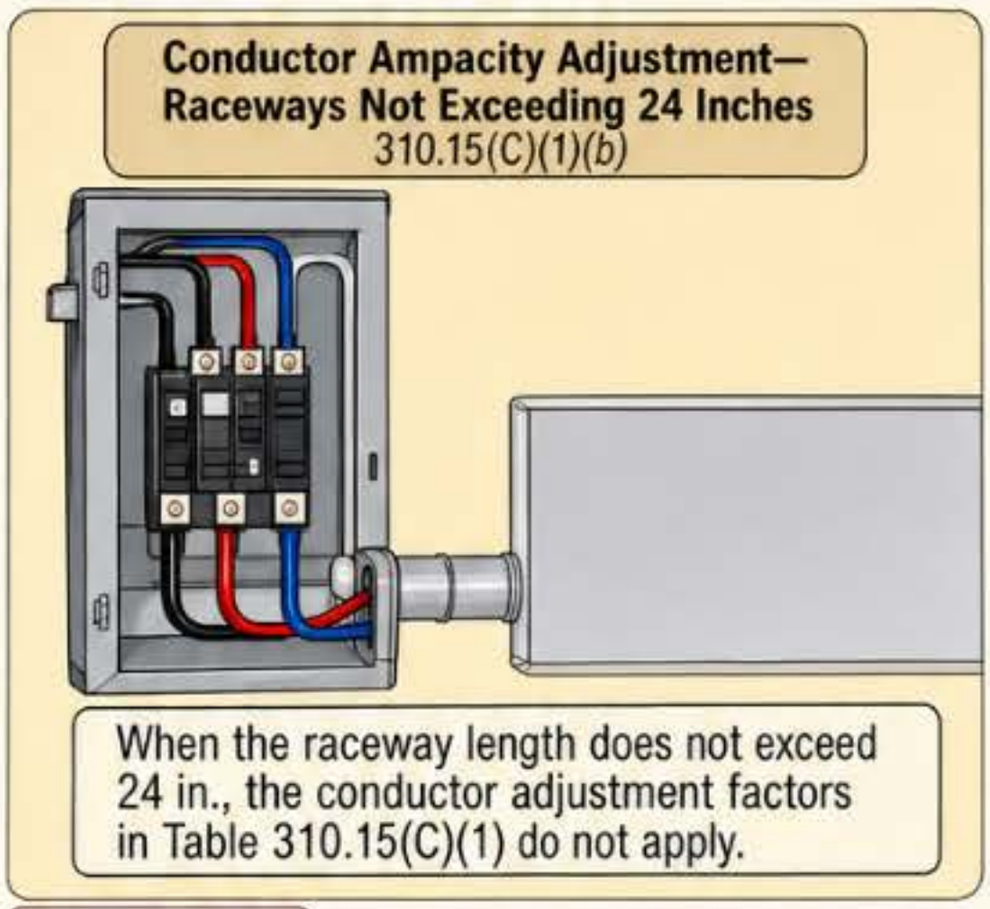

Figure 310–44
(b) The conductor ampacity adjustment values from Table 310.15(C)(1) are inapplicable for raceway installations in which the wiring length does not exceed 24 in. ▶ **Figure 310–44**